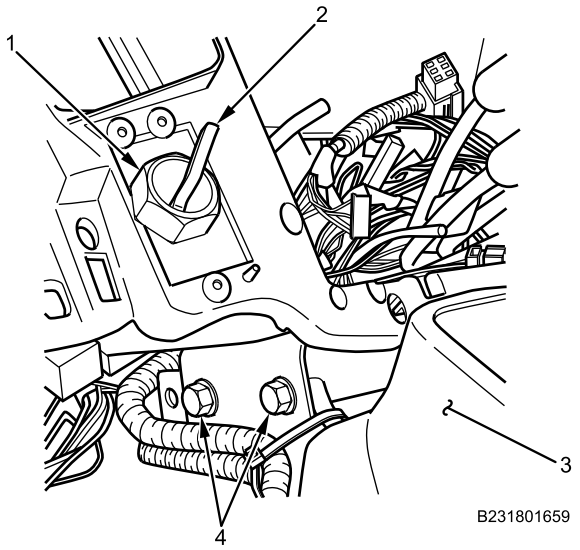

Figure 23. Ignition Switch and Transmission Auto Shift Driver Control Module.
13. Install ignition switch (Figure 23, Item 2) on IP.
14. Install retaining ring (Figure 23, Item 1) on ignition switch (Figure 23, Item 2) and tighten securely.
15. Position transmission auto shift driver control module (Figure 23, Item 3) on IP.
16. Install transmission auto shift driver control module mounting bolts (Figure 23, Item 4) on IP and torque bolts to 125-210 lb-in. (35-59 N•m).